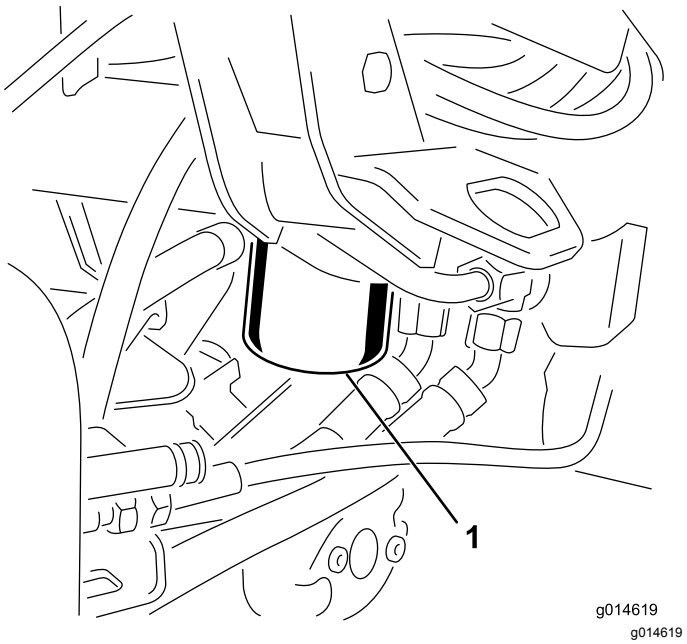

Figur 42
1. Rengør det område, hvor filteret monteres (Figur 42). Anbring en drænbakke under filteret, og afmonter filteret.